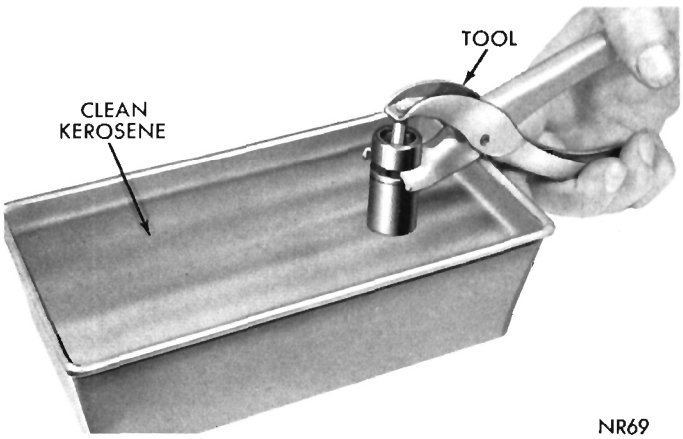

Fig. 22—Testing Tappet Using Tool C-3160
(5) Hold tappet in an upright position and insert lower jaw of pliers, Tool C-3160, in the groove of tappet body (Fig. 22).
(6) Engage jaw of pliers with top of tappet plunger. Test leakdown by compressing the pliers. If plunger collapses almost instantly as pressure is applied, disassemble tappet, clean and test again (Fig. 22).
(7) If tappet still does not operate satisfactorily after cleaning, install a new tappet assembly.